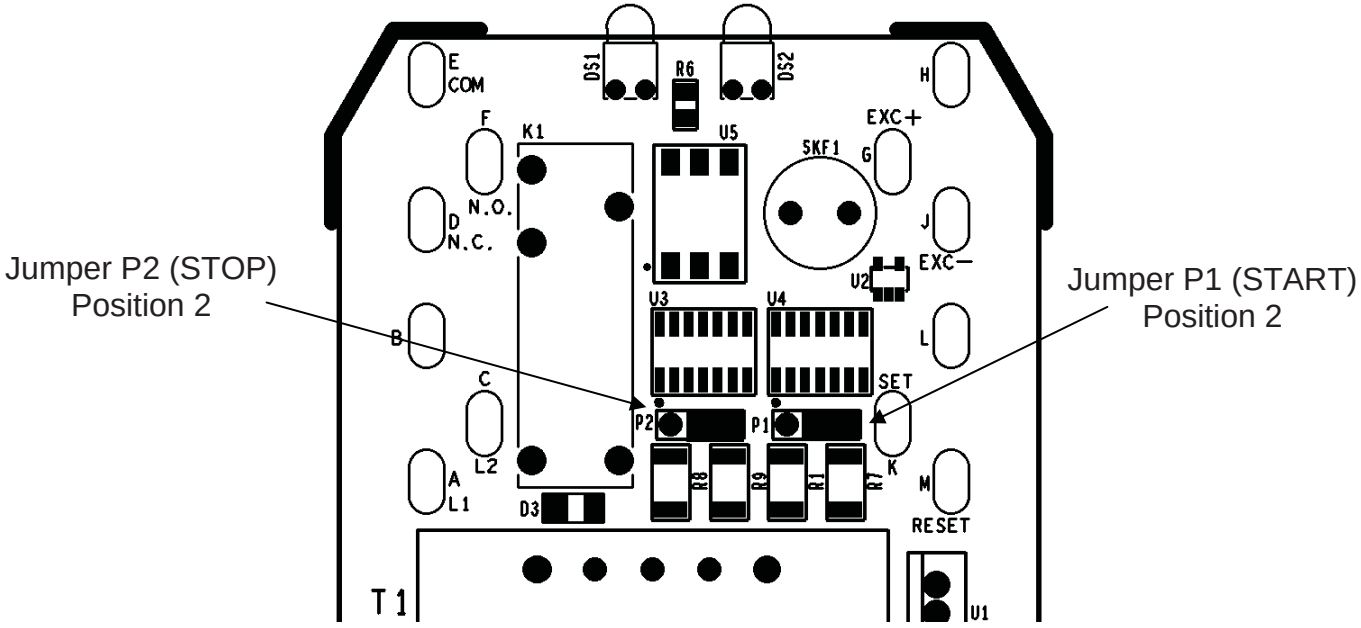

Figure 6
2. In PNP configuration, the corresponding jumper (P1 for START or P2 for STOP) must be set to position 2 (Figure 6).